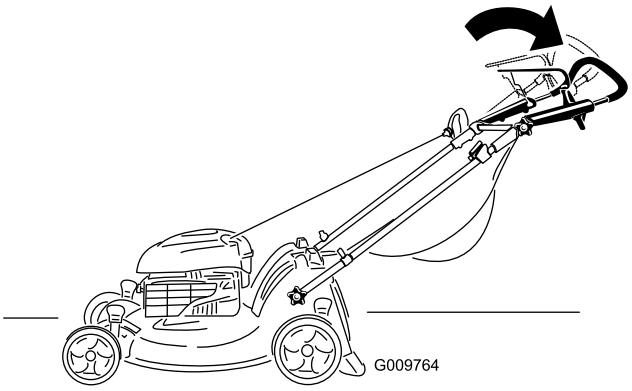

Figuur 15
2. Zet de bovenste handgreep in de gewenste stand (Figuur 15).